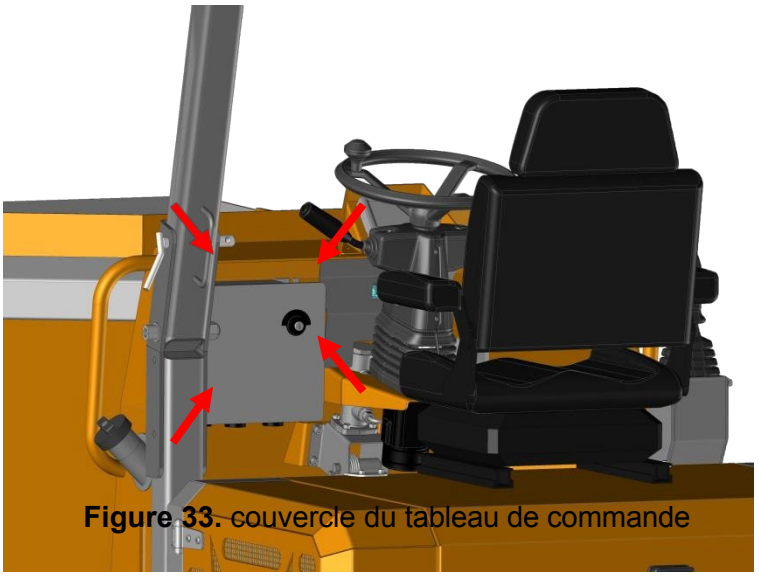

Figure 33. couvercle du tableau de commande
e. Boîte à fusibles : pour accéder à la partie électrique et à la boîte à fusibles, retirez le couvercle situé sur le côté gauche du tableau de bord (figure 33).